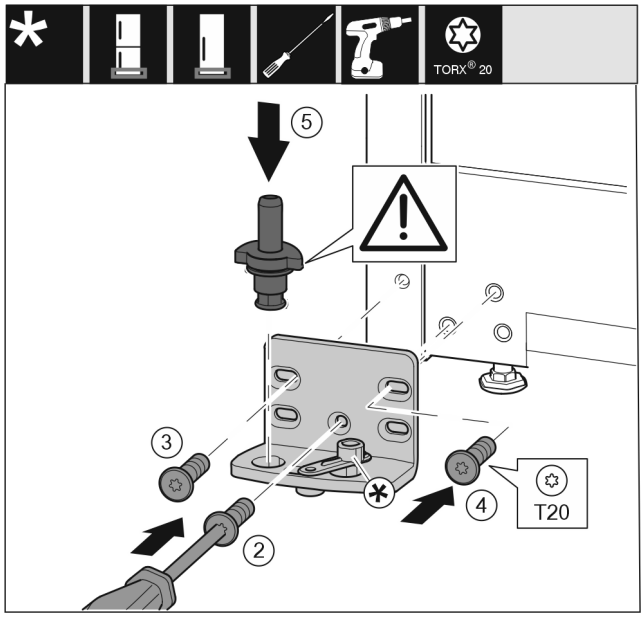

Fig. 14
▶ Place the bearing bracket on the other side and screw it on with a T20 screwdriver. Start with screw 2 at the bottom in the middle. *Fig. 14 (2)*
▶ Screw in screws 3 and 4 tightly. *Fig. 14 (3,4)*
▶ Insert the bearing pin completely. Make sure that the latching lug is pointing to the rear. *Fig. 14 (5)*